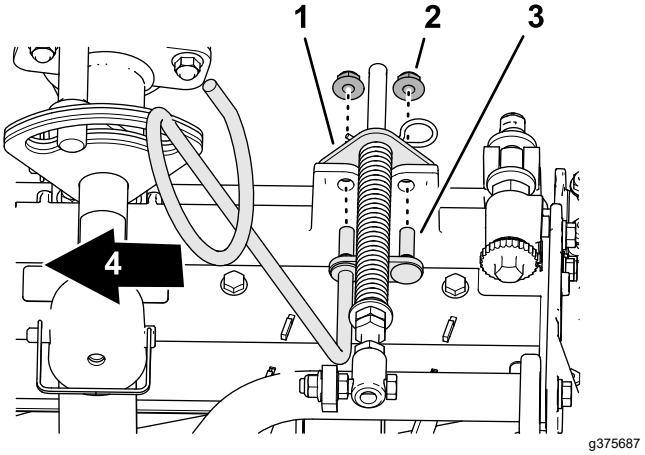

Figur 11
5. Ret pindboltene på venstre slangeholder ind efter hullerne i klippeenhedens ramme og græskompensatorbeslaget (Figur 11).